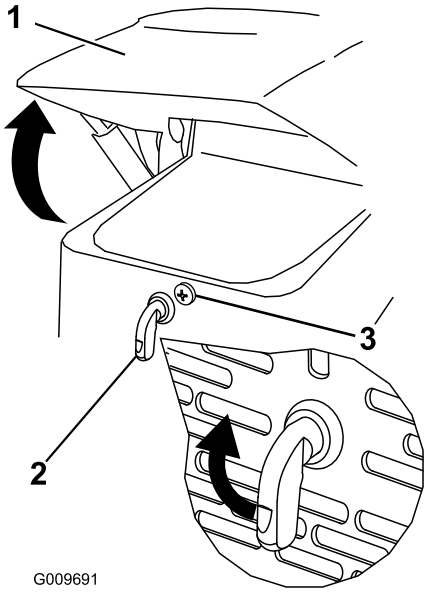

Figuur 21
1. Draai de vergrendelschroef van de motorkap los (Figuur 21)
2. Draai de motorhendel rechtsom (Figuur 21).
3. Klap de motorkap omhoog (Figuur 21).
3. Draai de vergrendelschroef vast om de hendel te vergrendelen (Figuur 21).